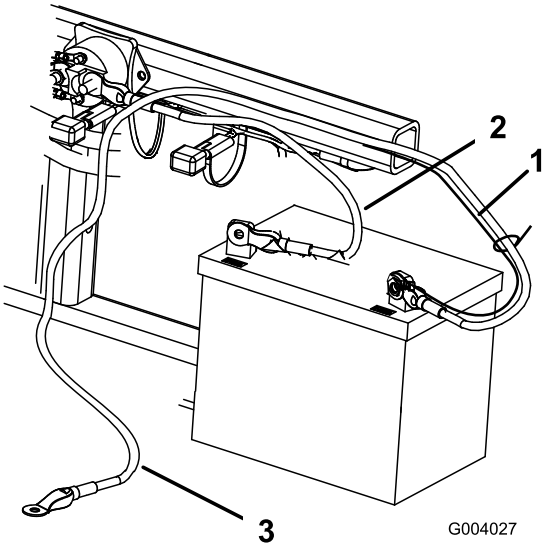

**Figur 5**
2. Fastgør det positive kabel (rød) til den positive (+) pol med en bolt og låsemøtrik på 1/4- x 5/8 tommer (Figur 5).
3. Fastgør den lille sorte ledning og det negative kabel (sort) til den negative (-) batteripol med en bolt (1/4 x 5/8") og en låsemøtrik (1/4") (Figur 5).